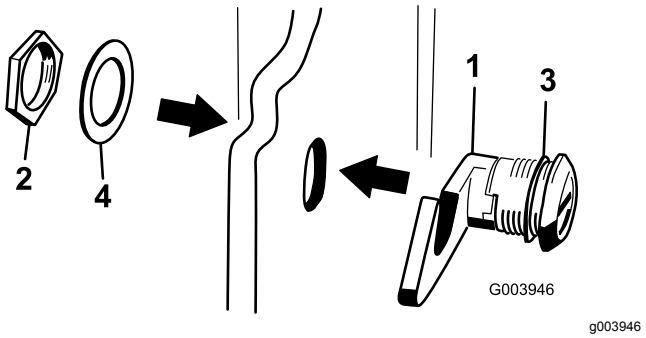

Figur 19
3. Fjern mutteren fra panserlåsenheten (Figur 19).